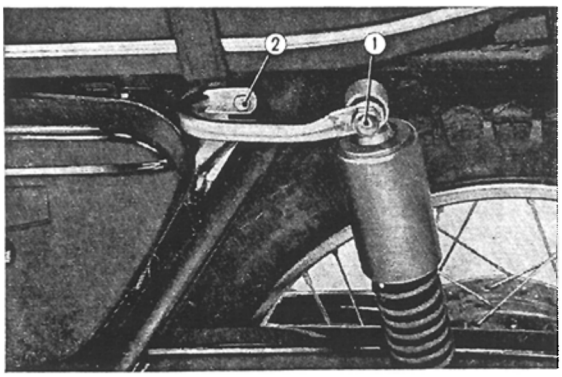

Fig. 4. 67 Removing the rear cushion assembly
2. Drive in the pivot bushing and the center collar. Insert the rear fork seal cap. **(Fig. 4. 64)**
During extension and compression of the cushion, the oil flows through a small passage in the piston in either direction to operate the valve which controls the dampening for both the compression and extension. **(Fig. 4. 65)**